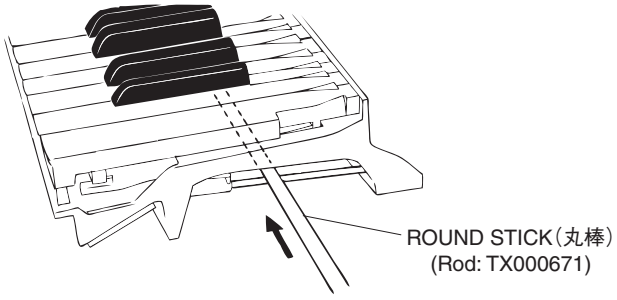

Fig. 17（図17）
* ***After inserting a round stick (Rod:TX000671) between the frame and the keys, remove the circuit boards. (Fig.17)***
※ シートをはずす前に、接点ゴムを歪ませないように、フレームとハンマーの間に丸棒（ロッド：TX000671）を挿入しておきます。（図 17）